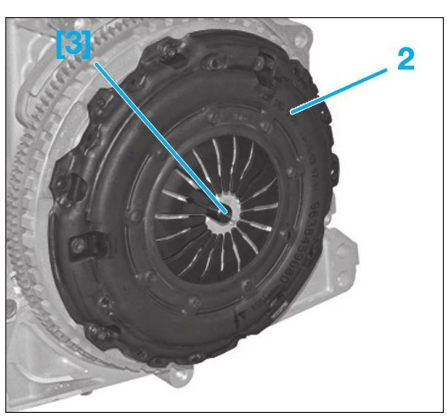

**Fig. 3**
• A l'aide de l'outil [3], centrer le disque d'embrayage (3).
• Reposer le mécanisme d'embrayage (2) sans déposer l'outil [3] **(Fig.3)**.